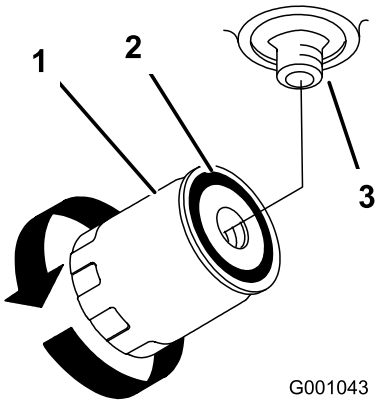

Figur 68
7. Påfør et tynt lag på gummipakningen på det nye filteret (Figur 68).
9. Fyll på den hydrauliske tanken med hydraulisk olje til oljen flyter over og drei deretter oljefilteret med klokken inntil gummipakningen er i kontakt med filteradapteren. Stram deretter til filteret med ytterligere 1/2 omdreining (Figur 68).